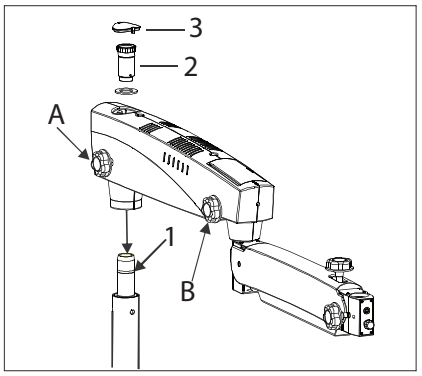

Fig. 3
7.3 Retirez l'ensemble bras de la boîte et suivez les instructions ci-dessous (voir la figure 3).
A. Assurez-vous de desserrer la vis de serrage du bras pivotant (A).
B. Placez l'ensemble bras sur l'arbre de la colonne (1), tel que montré sur la figure 3.
C. Vissez le bouchon fileté depuis le haut (2).
D. Placez le capuchon de protection (3) en place et desserrez la vis de verrouillage du bras de suspension (B) pour qu'il puisse être tourné.